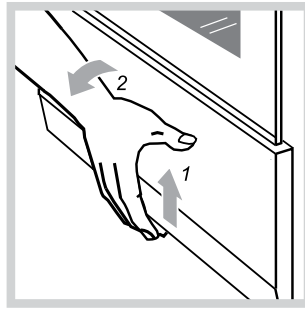

Рис.13
- Плиты выпускаются двух исполнений: с выдвижным ящиком и с откидной дверцей. Чтобы открыть дверцу, ее нужно приподнять вверх и наклонить на себя (рис.13).